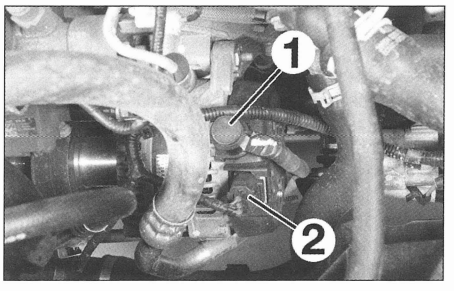
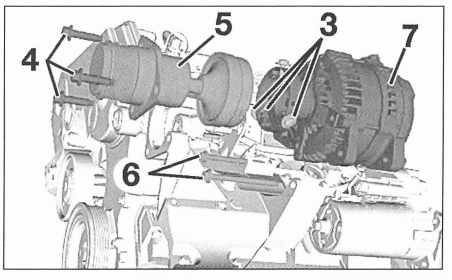

FIG. 6
FIG. 7
- el cable de unión batería (1) **(fig. 6)**.
- el conector (2).
• Desatornillar sin desmontarlos los tornillos de fijación del desacoplador del alternador (3) **(fig. 7)**.
- los tres tornillos (4) del desacoplador.
- el desacoplador (5).
- los dos tornillos de fijación (6) del alternador.
- el alternador (7).